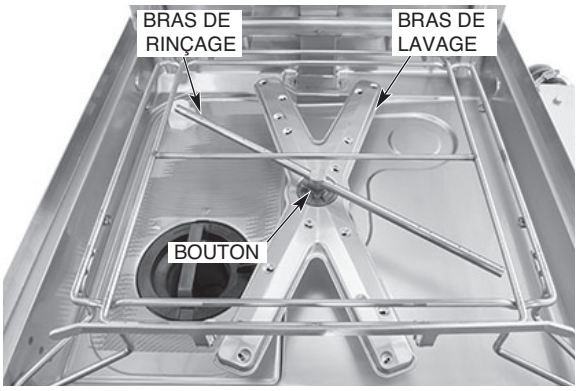

Fig. 24
7. Assurez-vous que les bras de lavage et de rinçage supérieurs et inférieurs (Fig. 24, 25) tournent librement et ne sont pas obstrués. Si ce n'est pas le cas, retirez les bras et éliminez les obstructions éventuelles. Reportez-vous à la section Entretien, page 37.